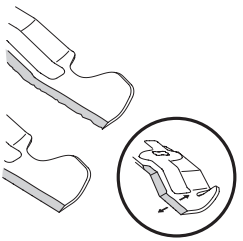

Figure 23
5. Pour aiguiser les lames, la même quantité de métal des deux extrémités des lames sur le côté tranchant. Aiguisez le bord tranchant sur toute sa longueur, parallèlement au bord arrière, soit à un angle de 25° à 30° (Figure 23).